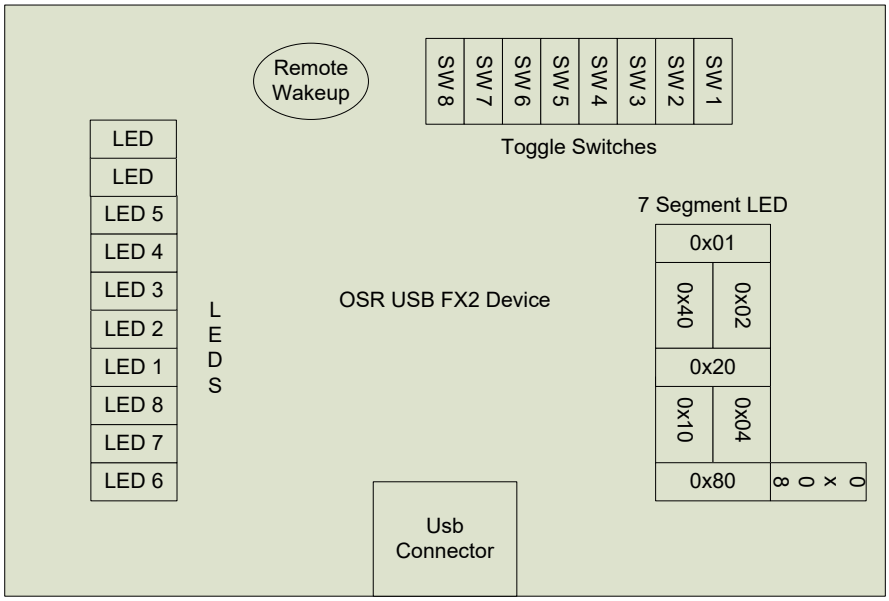

Figure 2 - OSR FX2 Device Layout
Below, Figure 2 gives a general layout of the device, its various LEDs, Switches and Segmented LEDs. The reader should note the numbering on the various LEDs, Switches and Segmented LED because the input and returned bitmasks represent their placement on the device.
- The numbering of the LEDs in the bar graph block is not intuitive. When reading the state of the LEDs a returned value of 0x08, indicates that "LED 1" is on, whereas a returned value of 0x10, indicates that "LED 2" is on. The numbering shown in Figure 2 should make this clear. In case you didn't see it mentioned above, the top to LEDs in the bar graph aren't connected to anything... so you won't be able to light them.
- The switch numbers, as addressed by the device firmware, are reversed from the number printed on the switch pack on the board. For example, a returned value of 0x01 indicates that Switch 1 is toggled, even though it is numbered "8" on the switch pack on the board. Again, the numbering shown in Figure 2 shows the actual number used by the firmware.
- For the 7-segment display, the hex values shown in Figure 2 correspond to the value to be passed to the board to light the indicated segment of the display. For example, to display a "1" in the display, you'd want to light the two right-most vertical display segments. To light these two segments, send the value 0x6, which is 0x02 (to light the top right-most vertical bar) OR'ed with 0x04 (to light the bottom right-most vertical bar). If you're wondering what the funny little block with the value 0x08 is on diagram, it's for the decimal point. So, actually, it's an 8-segment display, isn't it.